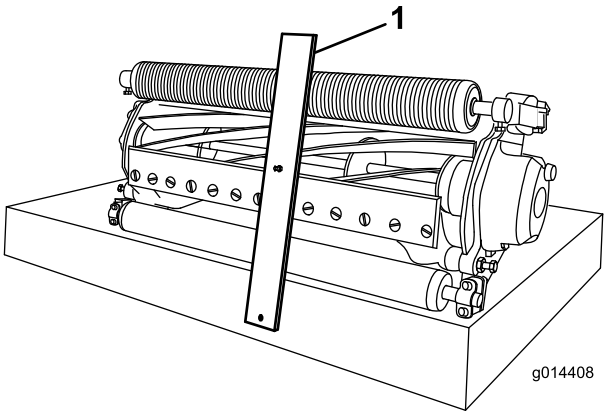

Rysunek 10
3. Zaczep łeb śruby o krawędź tnącą noża dolnego i oprzyj tylny koniec wskaźnika na tylnej części rolki (Rysunek 10).